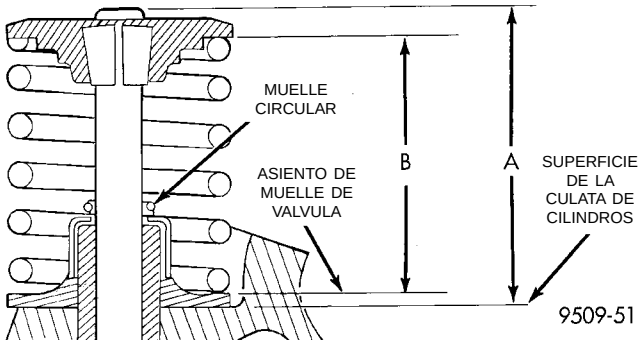

Fig. 98 Verificación de la altura de instalación del muelle y dimensiones de la punta de válvula al asiento de muelle
(8) Verifique la punta de la válvula con las dimensiones A del asiento de muelle, después de esmerilar los asientos y las superficies de la válvula. Esmerile la punta de válvula por encima del muelle en 43,51 - 44,57 mm (1,71 - 1,75 pulg.) para la válvula del escape y 45,01 - 46,07 mm (1,77 - 1,81 pulg.) para la válvula de admisión, cuando estén instaladas en la culata (Fig. 98). Tal vez se necesite volver a esmerilar el chaflán de la punta de válvula, para evitar averiar el retén, cuando se instale la válvula.
(4) Verifique el muelle de válvula instalado en la altura B después de rectificar la válvula y el asiento (Fig. 98). Asegúrese de que las mediciones se tomen desde la parte superior del asiento de válvula hasta la superficie inferior del retén de muelle. Si la altura es mayor que 40,18 mm (1,58 pulgadas), instale un separador de 0,762 mm (0,030 pulgadas) debajo del asiento de muelle de válvula, para que el muelle vuelva a tener la altura de la especificación.
(5) Instale los ejes de balancín tal como anteriormente se describió en esta sección.
(6) Verifique el juego en seco. El juego en seco es la cantidad de luz que existe entre el círculo de base de una leva instalada y el rodillo del balancín, cuando se drena el aceite del ajustador y éste queda totalmente deprimido. El juego en seco específico es de 1,17 mm (0,046 pulgadas) para la admisión y de 1,28 mm (0,050 pulgadas) para el escape. Después de realizar la verificación del juego en seco, vuelva a llenar de aceite el ajustador y deje pasar 10 minutos para que los ajustadores se purguen, antes de hacer girar la leva.